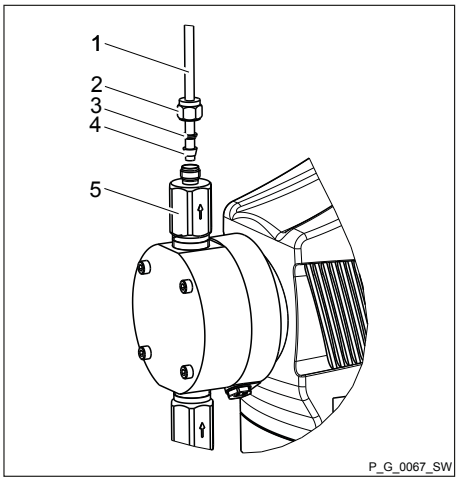

*Fig. 11: SS design with pipe*
1. Pull the union nut (2) and clamp rings (3, 4) over the pipe (1) with approx. 10 mm overhang - see Fig. 11.
2. Insert the pipe (1) up to the stop in the valve (5) and then withdraw 1...2 mm.
3. Tighten the union nut (2).